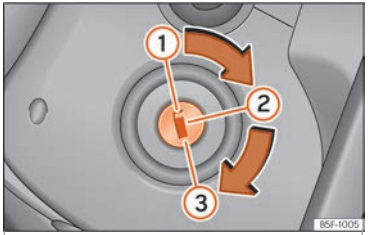

Fig. 251 Ignition key positions.
If the engine does not immediately start up, interrupt the starting process and try again after 30 seconds. To start the engine again, return the key to position ››› Fig. 251 ①.
– Turn the ignition key to position ››› Fig. 251 (1).
– Remove the key from the ignition in position ››› Fig. 251 (1) ››› ⚠.